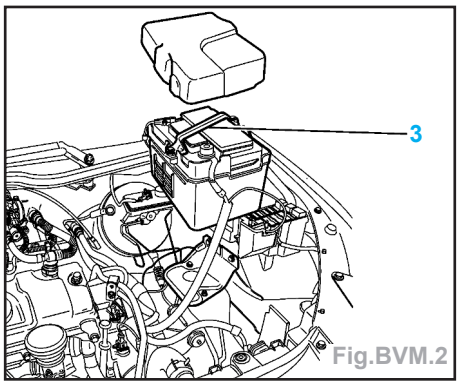

Fig.BVM.2
- Déposer (Fig.BVM.2) :
- la bride (3),